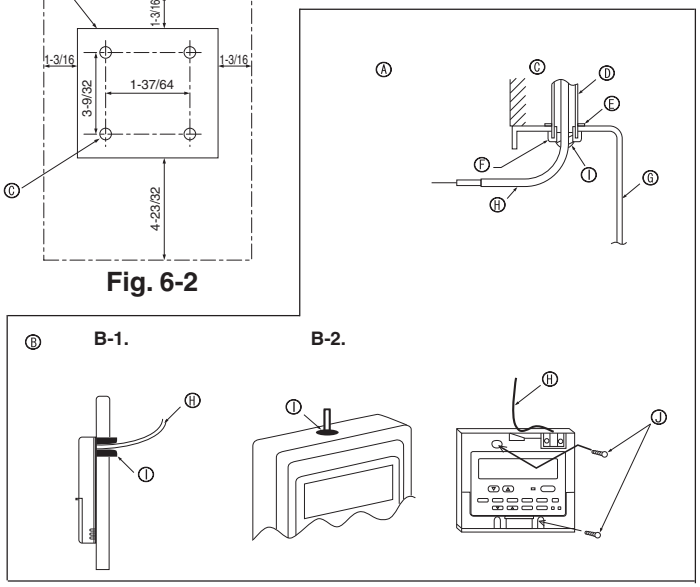

Fig. 6-3
(2) Selle la entrada del cable del control remoto con masilla para evitar que puedan entrar gotas de rocío, agua, cucarachas o gusanos. (Fig. 6-3)
[Fig.6-3]